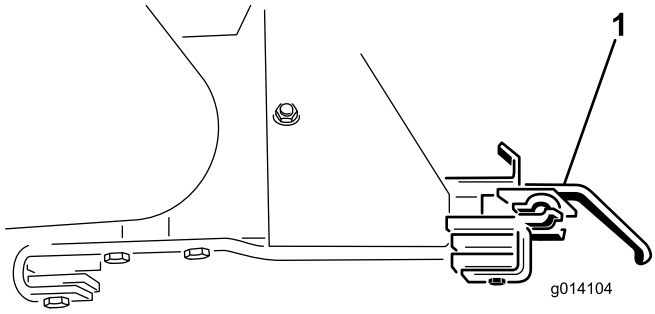

**Figur 47**
18. Avlägsna de två fästena för redskapskoppling (Figur 47)